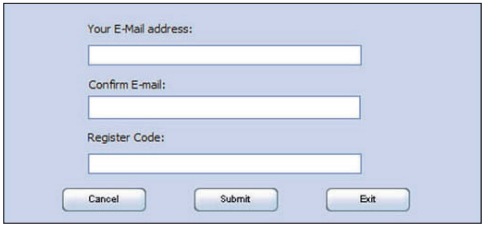

Abbildung 2
3. Geben Sie in Abbildung 1 die Produktseriennummer ein, die sich auf der Rückseite des Geräts befindet, und klicken Sie auf ‚Aktualisieren', um zur Registrierungsseite zur springen. Geben Sie die folgenden Informationen ein und klicken auf ‚Senden' (siehe Abbildung 2).